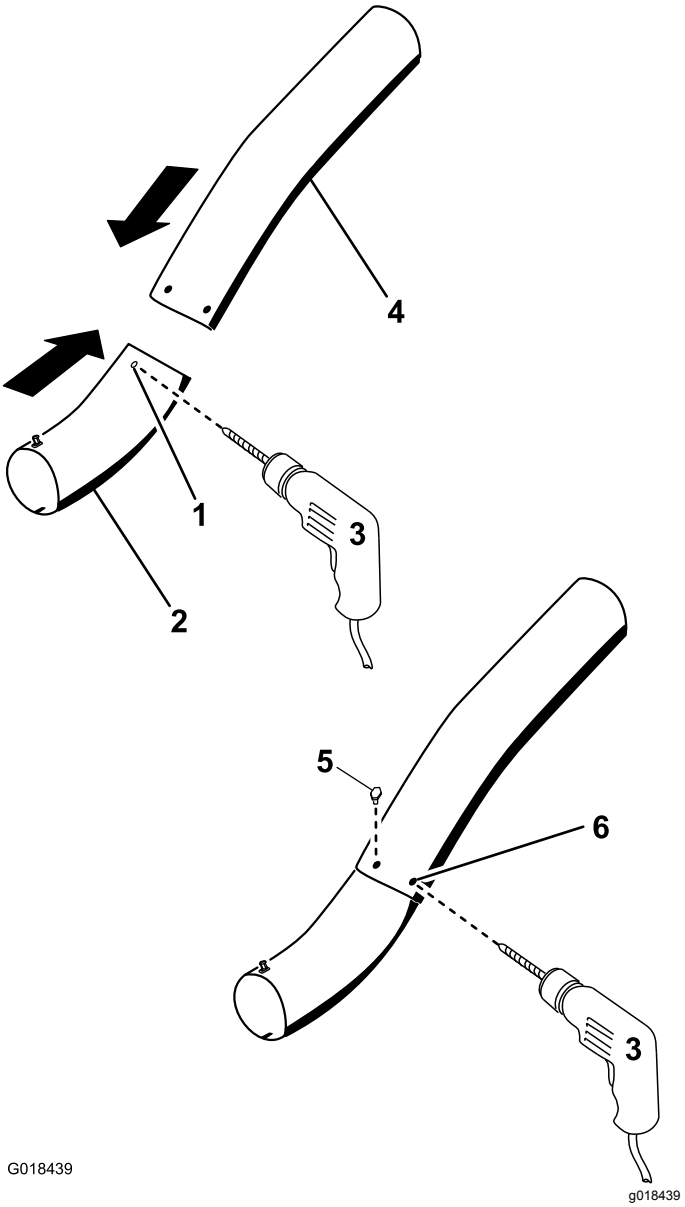

Figur 31
13. Använd de befintliga hålen i det övre röret som mall och borra två hål med en diameter på 6,5 mm i nedsänkningarna i det nedre röret (Figur 31).
16. Montera brickorna (¼ tum) på skruvarna (Figur 31).
17. Använd en sexkantsnyckel för att montera skruvarna (¼ x ¾ tum) och brickorna (¼ tum) från insidan av det nedre röret och genom de befintliga hålen i det övre röret (Figur 31).
18. Fäst rören i varandra med muttrarna (¼ tum) enligt Figur 31.